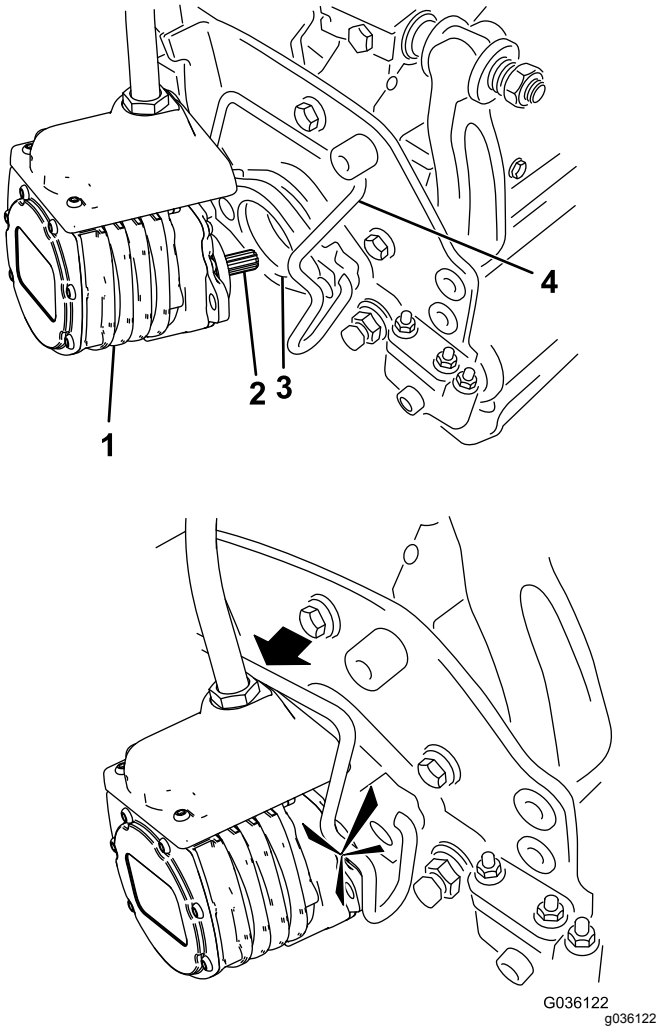

Figur 55
6. Stryk på rent fett på klippenhetsmotorns räfflade axel (Figur 55).
7. För in motorn på vänster sida av klippenheten (sett från förarsätet) och dra motorfäststaget på klippenheten mot motorn tills du hör ett klickljud från båda sidorna av motorn (Figur 55).